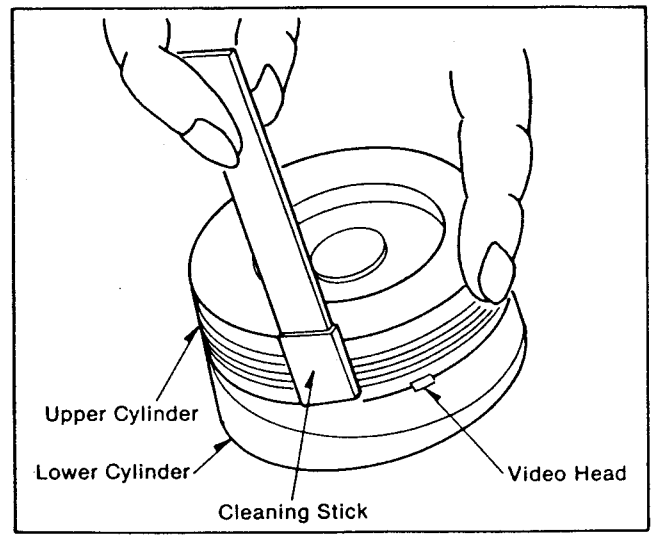

Figure M1
3. Repeat for the other video heads. (Figure M1)